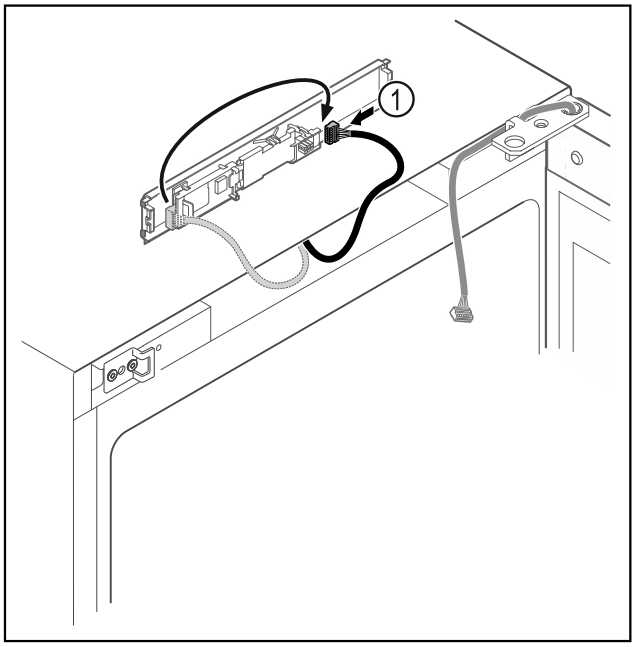

*Fig. 9*
▶ Schimbați poziția de introducere a fișei *Fig. 9 (1)* la placa electronică.